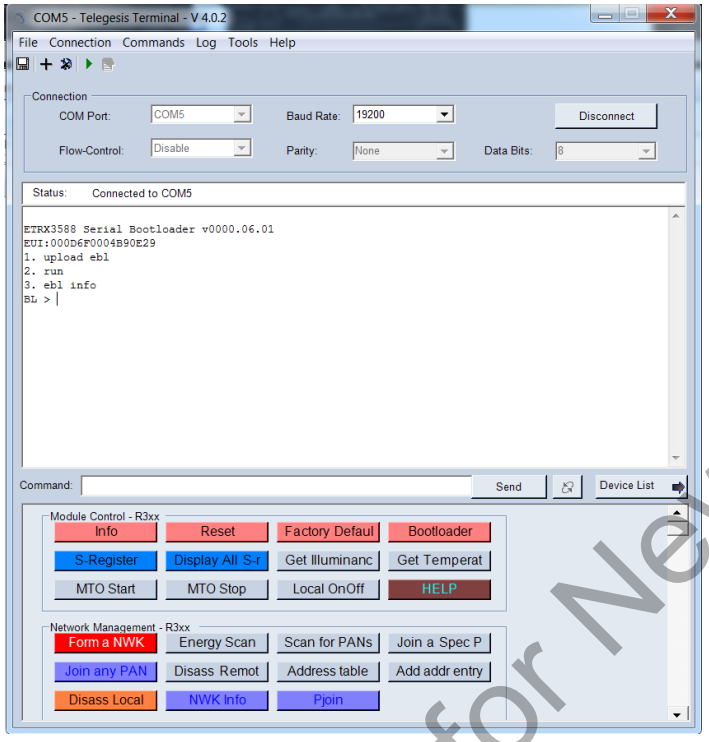

Figure 2.4. Telegesis: Only Bootloader, No Application File
Press [**Enter**] again in order to return to the bootloader menu (shown in Figure 2.4 Telegesis: Only Bootloader, No Application File on page 4) and option [**2**] to run the downloaded application software. After selecting option [**2**], you may have to refresh the COM ports list again to find the COM port which is connected to the USB stick. To do that, you need to click the [**Disconnect**] button on Telegesis Terminal, then click [**Tools**] → [**Refresh Com Ports**]. After the COM Port shows up, click the [**Connect**] button then [**Info**] button. The response (as shown in the figure below) will contain the firmware version number CICIE R311 and build number for example B120416, which means the firmware file has been successfully uploaded onto the ETRX358USB. Other binaries will give a different response.
1. If the USB is with bootloader version 6.01, 6.02, or 6.03, click the [**Disconnect**] button (twice if the first time gets a rejection) and [**Refresh Com Ports**] to find the COM port (it may be a newly assigned COM Port). Then click the [**Connect**] button and use [**Enter (<CR>)**] on the PC keyboard to get access to the bootloader menu. Then follow the procedure in the previous section, starting just after Figure 2.4 Telegesis: Only Bootloader, No Application File on page 4.